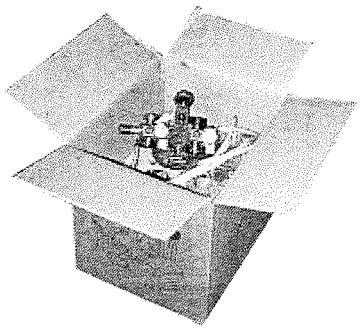

Fig. 5
5. Inside the box containing the operating unit you will find the following components: see Fig 5 and 6
10. Alla fine di queste operazioni la macchina si deve presentare come in Fig. 5.
11. Tramite la chiave a tubo da 13, smontare i 6 dadi presenti sulle guide del tavolo e le relative rondelle. Smontare le rimanenti 3 viti e le rondelle con il cacciavite a stella. Fig. 5.